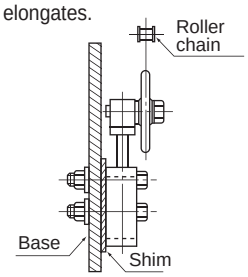

Fig. 6 Tightening the tensioner
3) Temporarily tighten the tensioner with two bolts. At this time, adjust with a shim, etc., so that the center of the idler sprocket and roller chain are aligned. (Fig. 6)